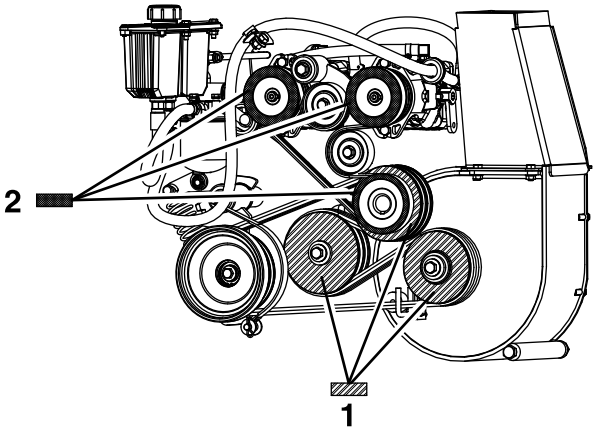

Figuur 64
8. Meet vanaf de poelie van de ventilator: verstel de motor en de omloopas totdat de achterkanten van alle drie poelies binnen 0,8 tot 1,6 mm gelijkliggen (Figuur 64).
4. Met een lineaal: lijn elke pomppoelie uit met de motorpoelie door deze over de pompas te schuiven (Figuur 64).